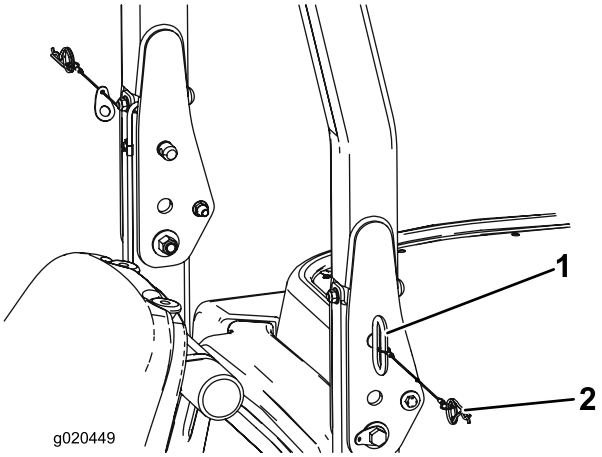

図 32
1. 保護バーを降ろすには、ヘアピンコッターを外して、ピン2本を抜き取る図32。